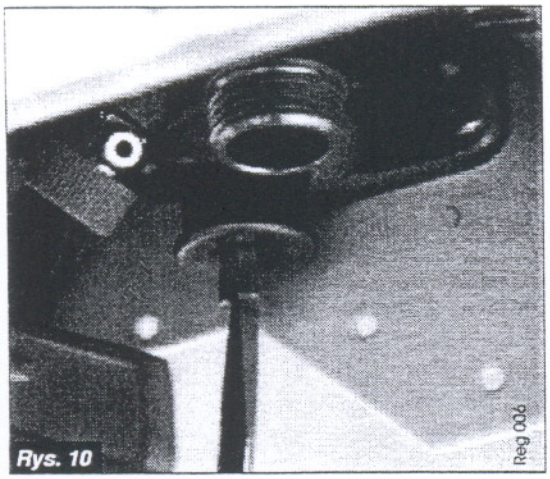

Rys. 10
- Ustaw pokrętło (**t**) w pozycji napełniania (**rys. 10**).